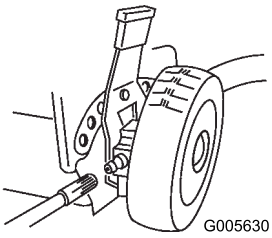

Figur 34
1. Aftør fedtfittingerne på de bageste hjulhøjdereguleringsgreb med en ren klud (Figur 34).